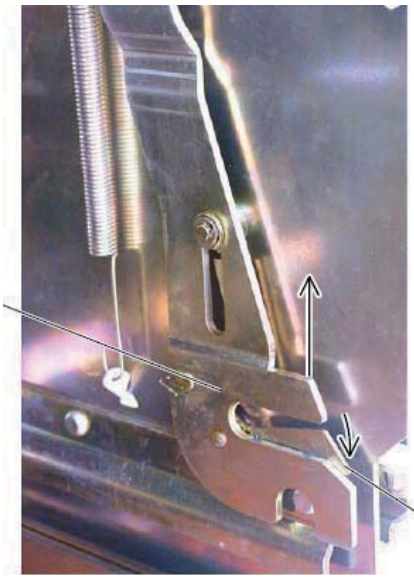

Рис. 63. Блокирующий рычаг AUX и рычаг управления
4) Отпустив блокирующий рычаг AUX, показанный рис. 63, поднимите рычаг управления.